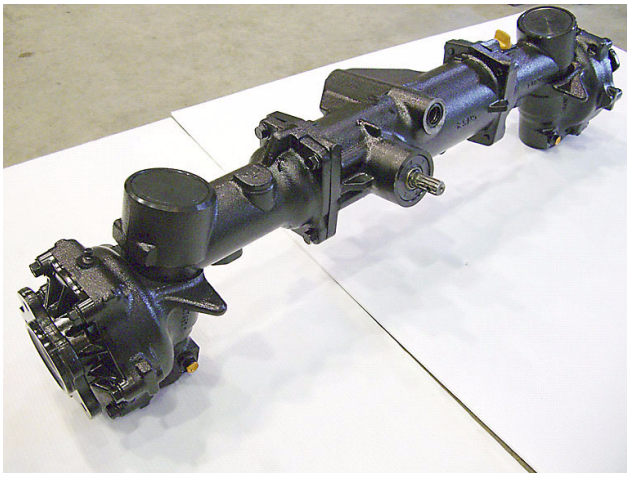

Fig. 4
* Photo **(Fig. 4)** shows rear view of the front axle.